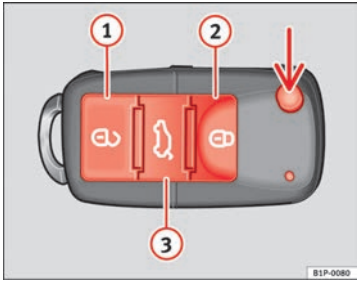

Abb. 62 Tastenbelegung Funkschlüssel
Mit der Taste ⇒ Abb. 62 (Pfeil) der Fernbedienung wird der Schlüsselbart ausgeklappt.
Fahrzeug entriegeln ⇒ Abb. 62 (1).
Fahrzeug verriegeln ⇒ Abb. 62 (2)
Heckklappe entriegeln. Die Taste ⇒ Abb. 62 (3) betätigen, bis alle Blinkleuchten am Fahrzeug kurz aufleuchten. Nach Drücken der Entriegelungstaste (3) können Sie die Heckklappe innerhalb von 2 Minuten öffnen. Nach Ablauf dieser Zeit wird die Heckklappe wieder verriegelt.
Zudem blinkt die Batterie-Kontrollleuchte des Schlüssels ⇒ Abb. 62 auf.
Bei einmaligem Drücken der Taste ⇒ Abb. 62 (1) wird nur die Fahrertür entriegelt. Alle anderen Türen bleiben verriegelt. ▶
Bei zweimaligem Drücken der Taste ⇒ Abb. 62 1 werden alle Türen entriegelt.
– Betätigen Sie die Taste 🔓 ⇒ Abb. 62 an der Funk-Fernbedienung.